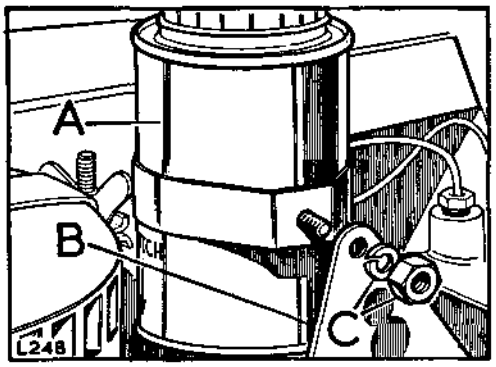

**Fig. H1-18. Fixings for reservoir**
2. Fit the reservoir in position and secure the fixing, see Fig. H1-18.